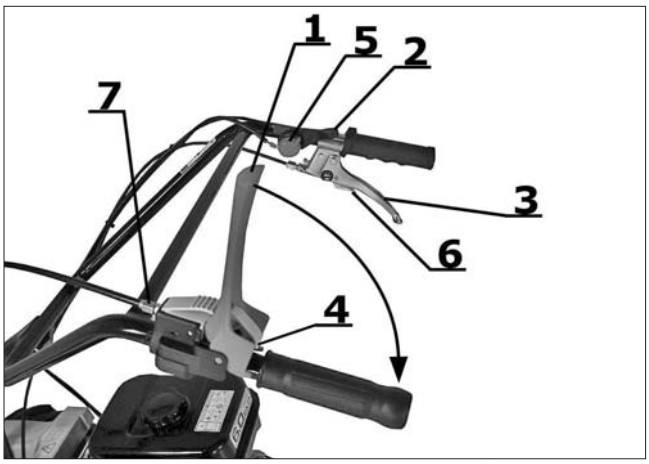

Fig. 1
– Que la palanca de conexión herramientas (Fig. 1, n° 3) esté en posición de punto muerto (en la figura la herramienta està conectada), y que la palanca de avance (Fig. 1, n° 1) esté en punto muerto;
Girar el interruptor sobre la palanca accelerador en posición ON. Empujar hasta mitad del recorrido la palanca de mando del accelerador (Fig. 1 n° 2) y, si el motor está frío, accionar el dispositivo de arranque situado en el carburador (Fig. 5, n° 1). Arrancar el motor apretar enérgicamente de la empuñadura del autoenvolvente (Fig. 5, n° 3). Una vez arrancado el motor, después de las primeras explosiones, ponga el dispositivo de arranque del carburador en posición inicial y lleve el mando gas a los valores mínimos.
Mantenga el motor en régimen bajo, para conectar la herramienta desconecte la palanca n° 3 (Fig. 1) apretando la palanquita n° 6 (Fig. 1); accelere según necesidad. Apriete la palanca (Fig. 1, n° 4) y tire la palanca de conexión ruedas (Fig. 1, n° 1): la máquina se pondrá en movimiento. Abandonando la presa de la palanca n° 1 (Fig. 1) la máquina se detiene.
Después de las primeras horas de trabajo, controle y, si necesario, regule las sirgas de desconexión de las ruedas a través del dispositivo de regulación puesto en la manija (fig. 1 n° 7).